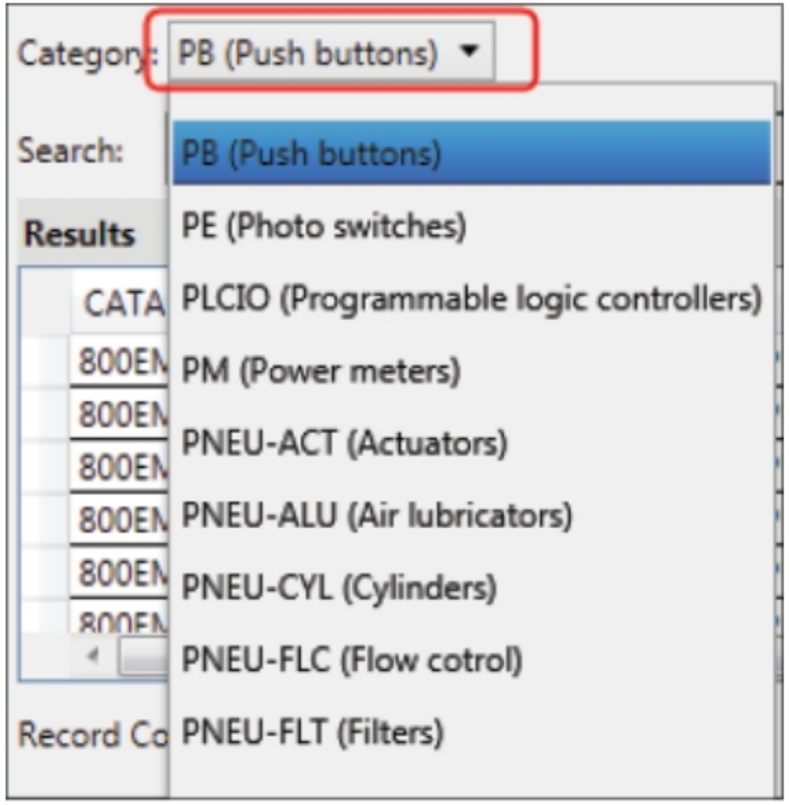

Figure-24. Category drop-down
- Click on the **Category** drop-down, a list of various component categories will be displayed; refer to Figure-24.